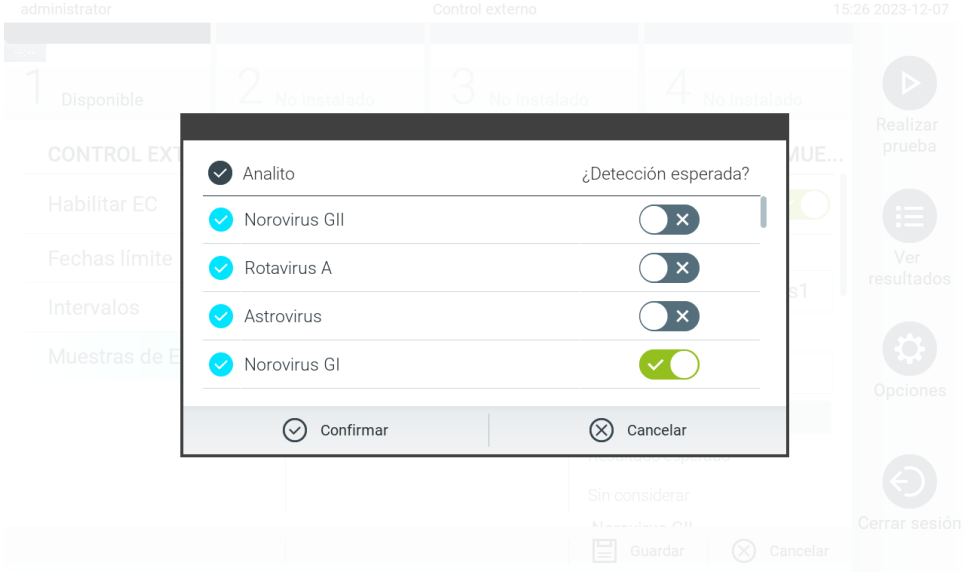

Figura 80. Pantalla de configuración External Control EC Sample (Muestra de EC de control externo).
6. Seleccione **Configure** (Configurar) para editar los analitos de una prueba de control externo (figura 79). En la configuración de External Control EC Sample (Muestra de EC de control externo), se puede determinar si el analito se tiene en cuenta para la serie de EC de control externo y si se espera detección (figura 80).
Para la creación de un archivo de almacenamiento se pueden seleccionar solo los resultados ya cargados a HIS/LIS y caducados. De igual manera, es posible seleccionar solo un resultado ya cargado en la aplicación de resultados remotos de QIAstat-Dx para la creación de un archivo. Pulse **HIS/LIS Uploaded** (Cargado a HIS/LIS) para activar esta opción y pulse **Create Archive** (Crear archivo) (Figura 80).